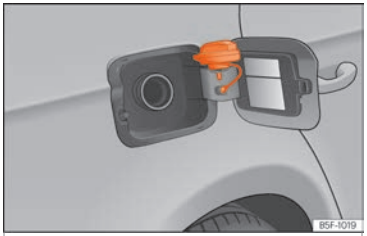

Fig. 61 Fuel tank flap with tank cap attached.
- Place it in the space on the hinge of the open flap ››› **Fig. 61**.